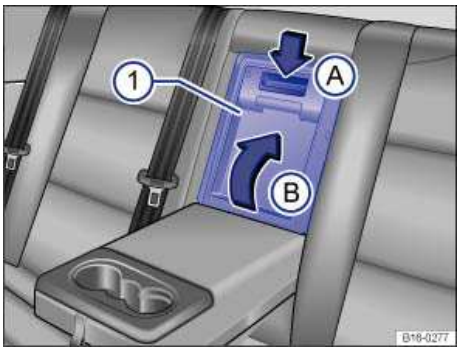

Fig. 88 In the rear seat backrest: Opening the luggage compartment pass-through (if equipped).
- Push the release button ⇒ fig. 88 (A) down and fold the pass-through cover (1) into the luggage compartment (B).